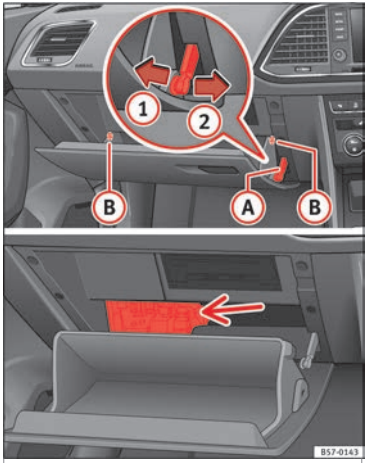

Fig. 103 Glove compartment (right-hand drive): Access to the fuse box.
- Undo the opening limiter ››› Fig. 103 (A) in two steps: first, unlock the limiter by pulling back on it (arrow (1)) and then move it gently to the right (arrow (2)). Remove the guide when the cover is in the normal opening position (30º).
- Free the side pivots (B) to release the cover to its second opening position (60º).